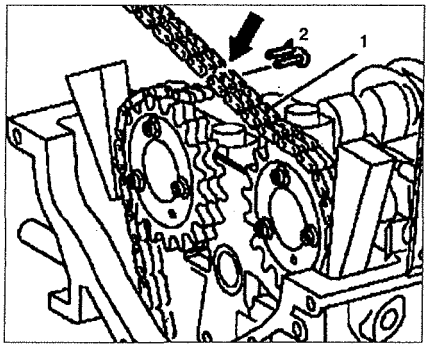

Рис. 2.16. Присоедините к старой цепи 1 новую 2, используя соединитель.
5. Присоедините к старой цепи **1** новую **2**, используя соединитель (см.рис.2.16).